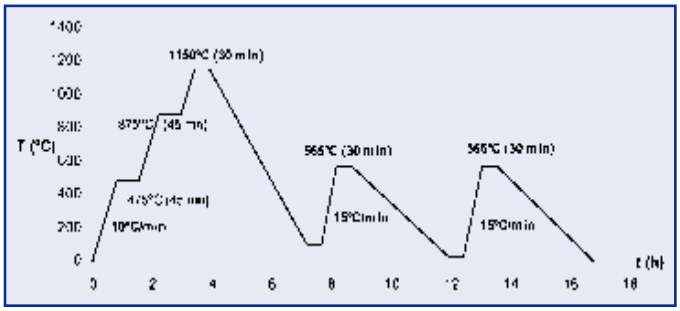

Fig. 2. Tratamiento de temple y doble revenido (acero AISI M2).
- El acero AISI M2 es sometido a un recocido de ablandamiento entre 820-860ºC con enfriamiento en horno antes del mecanizado de desbaste. La dureza alcanza los 209 HB tras el recocido. Posteriormente se realiza tratamiento de temple y doble revenido (Fig. 2). Este tratamiento se realiza en horno de vacío con precalentamiento en dos etapas: 475 °C y 875 °C. La temperatura de austenización alcanza los 1.150 °C con 30 minutos de tiempo de mantenimiento, seguido por un enfriamiento y doble revenido a 565 °C durante 30 minutos. La dureza resultante es de 64 HRC.